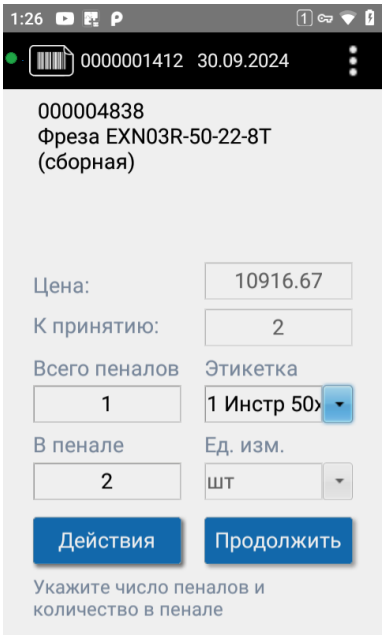

Рисунок 16. Приёмка строки документа
5. Укажите «Всего пеналов» и «В пенале» – количество экземпляров в каждом пенале, проверьте цену, выберите этикетку (см. Рисунок 16). Над полями выводится остаток к принятию. Нажмите «Продолжить».